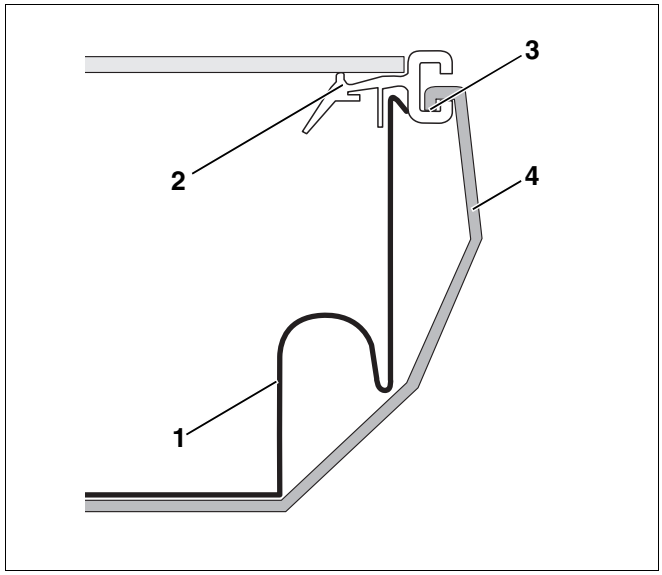

Afb. 33 Eerste collector plaatsen
- Schuif de collector (afb. 33, **pos. 1 en 2**) tot beneden voor de beveiliging tegen afglijden (afb. 33, **pos. 4**). Schuif de beveiliging tegen afglijden naar boven tot de omgeplooide zijde van de beveiliging tegen afglijden in de nok (afb. 33, **pos. 3**) van de collectorkader vastklikt.